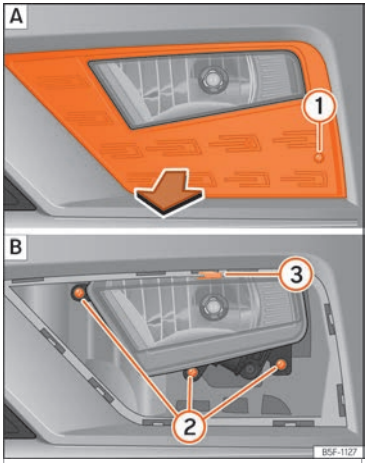
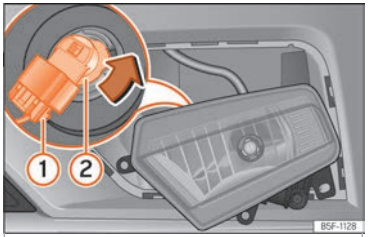

Fig. 113 Fog light: remove the grille
Fig. 114 Fog light: detach the bulb holder
1. Remove the screw ››› **Fig. 113** (1) [A] from the fog light grille using a screwdriver and extract the grille.
2. Remove the 3 screws ››› **Fig. 113** (2) [B].
3. Remove the metal clip situated on the upper part of the fog light by pulling away from the vehicle (3) [B] and extract the fog light.
4. Remove the connector ››› **Fig. 114** (1) from the bulb.
5. Turn the bulb holder (2) anti-clockwise and pull.